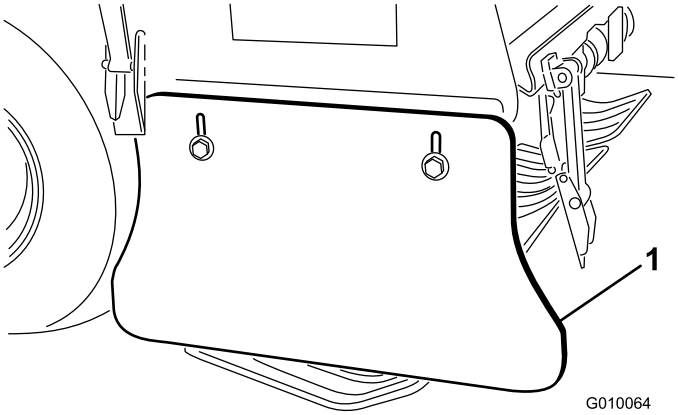

Figur 62
1. Lossa bultarna och muttrarna som håller fast sidoskydden på ramen (Figur 62).